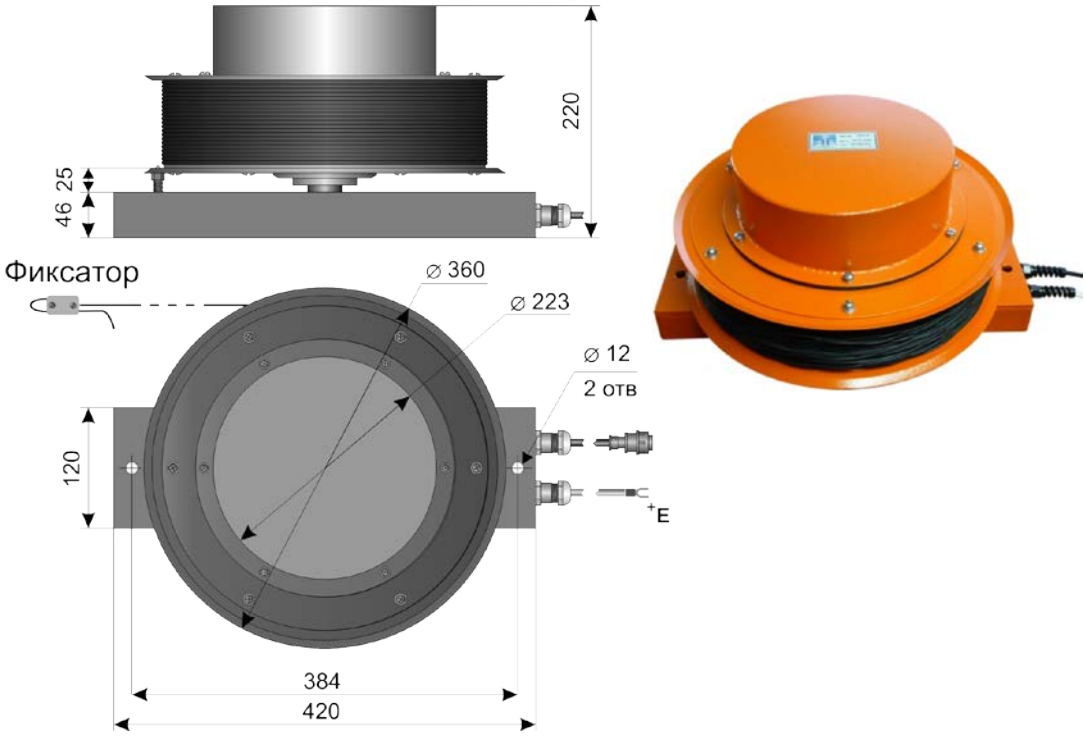

Рис.6
6.6. Датчик длины стрелы, рис.6, работает по принципу преобразования длины сматываемого шнура в электрический сигнал и состоит из барабана с тросом, пружинного двигателя, редуктора преобразующего длину сматываемого с барабана шнура в угол вращения и потенциометра, преобразующего вращение в электрический сигнал.